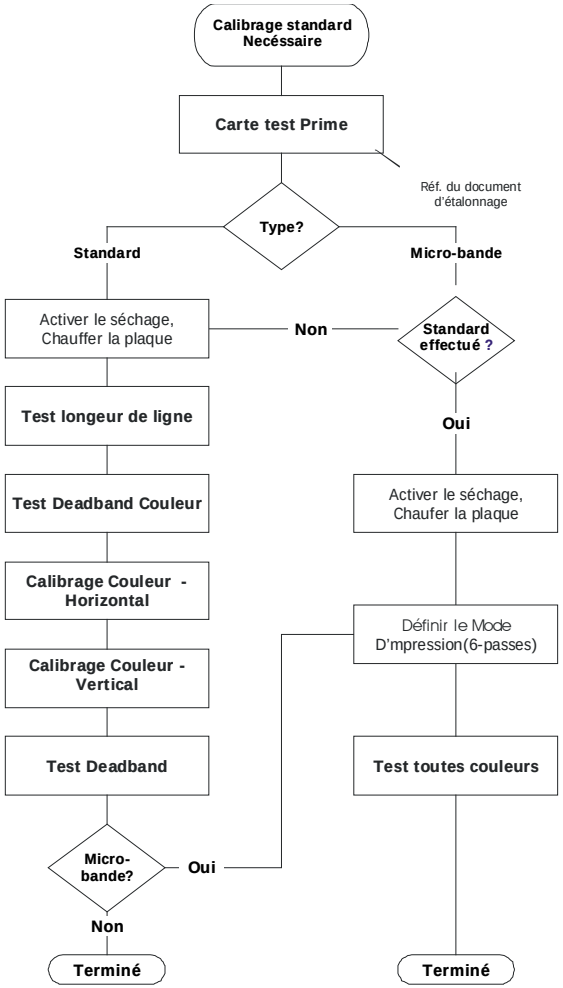

Figure 1. Graphique général du calibrage
- *Pour un calibrage général* – utiliser le diagramme de la Figure 1